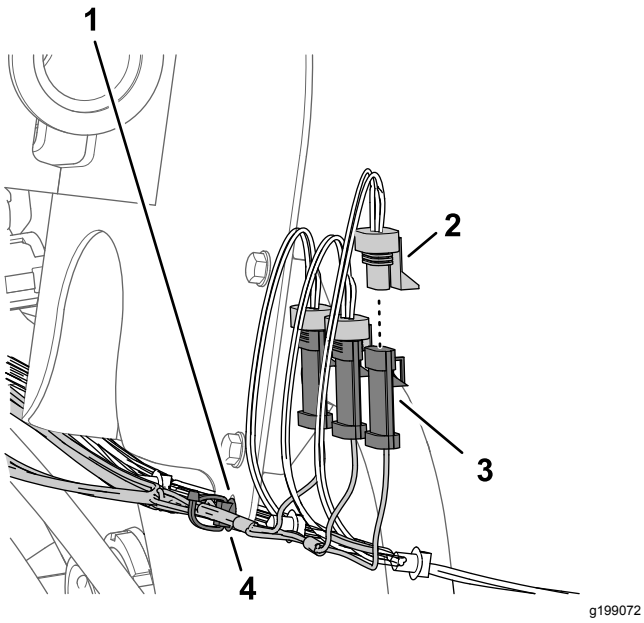

Rysunek 84
1. Podłącz złącze 3-stykowe gniazdowe odgałęzienia wiązki przewodów 89 cm oznaczone LEWY ZRASZACZ do złącza 3-stykowego gniazdowego wiązki przewodów maszyny oznaczonego LEWY ZAWÓR ZRASZANIA (Rysunek 84).
2. Podłącz złącze 3-stykowe wiązki przewodów z zestawu oznaczone ŚRODKOWY ZRASZACZ do złącza 3-stykowego gniazdowego wiązki przewodów maszyny oznaczonego ŚRODKOWY ZAWÓR ZRASZANIA (Rysunek 84).
3. Podłącz złącze 3-stykowe wiązki przewodów z zestawu oznaczone PRAWY ZRASZACZ do złącza 3-stykowego gniazdowego wiązki przewodów maszyny oznaczonego PRAWY ZAWÓR ZRASZANIA (Rysunek 84).
4. Włóż łącznik wciskany wiązki przewodów z zestawu w otwór w kołnierzu wspornika przepływomierza (Rysunek 84).